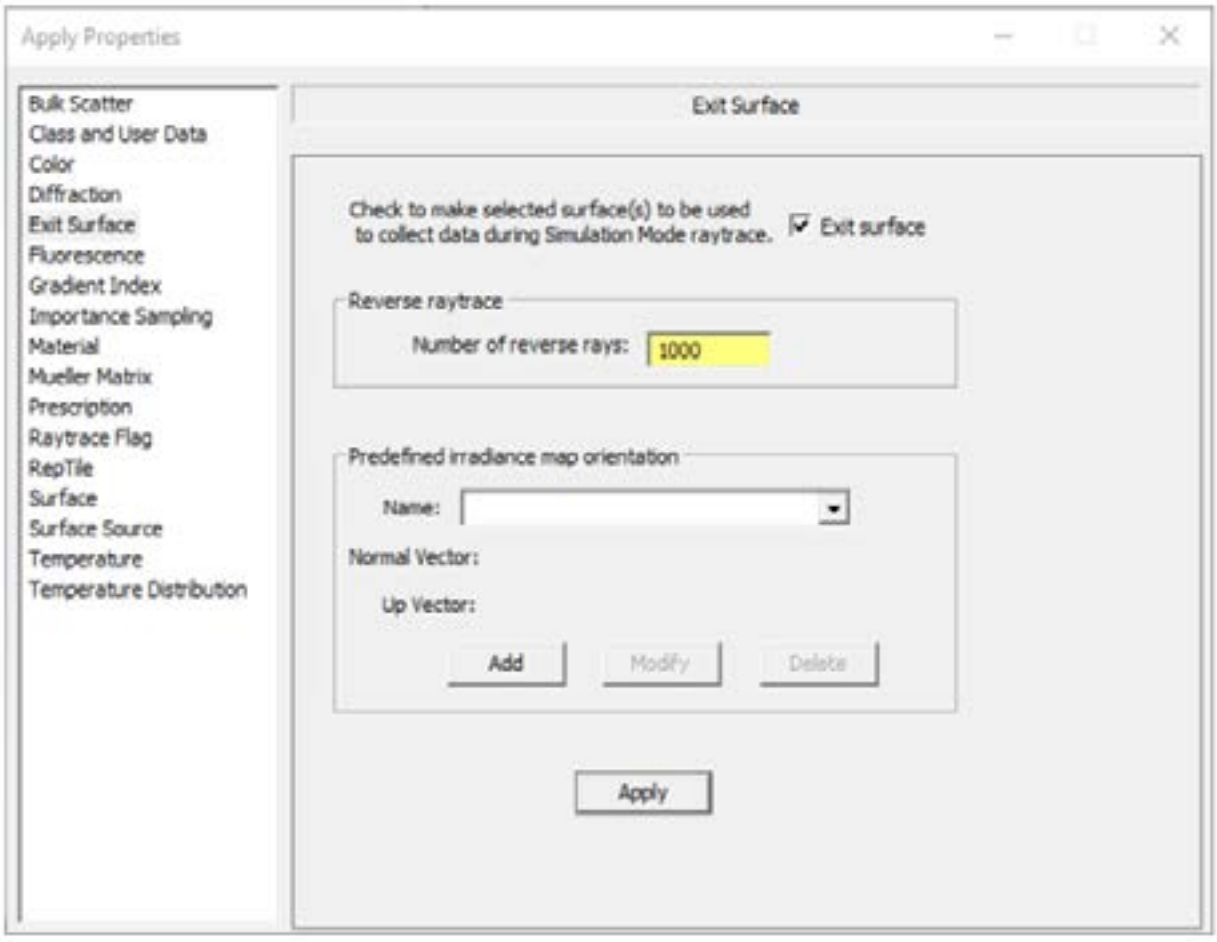

FIGURE 9.55 - Apply Properties dialog box showing the exit surface defined. 1000 reverse rays have been applied to the exit surface.
EllipticalReflector_Reverse.oml モデルを使用して、**Observation disk:Front** を選択し、次に**「定義 | プロパティの適用」**を選択して**「プロパティの適用」**ダイアログボックスを開きます。**「出口サーフェス」**タブを選択し、「出口サーフェス」チェックボックスをオンにして、図 9.55 に示すように「逆光線の数」に 1000 を入力します。「適用」をクリックして、設定をサーフェスに適用します。
4. 9.53 ページの図 9.55 に示すように、Front サーフェスの逆光線の数を設定します。